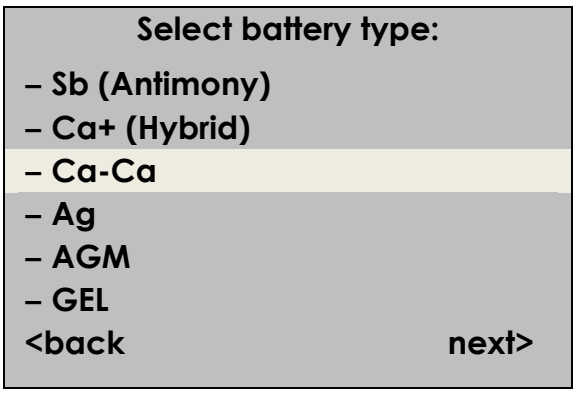

Рисунок 3.12
3.7.5 В появившемся окне **«Select battery type»** необходимо выбрать тип испытуемого ЭХИП (в приведенном примере выбираем строку «Ca-Ca») и перейти в следующее окно, выполнив команду **«next>»** нажатием кнопки «→» (рисунок 3.12).